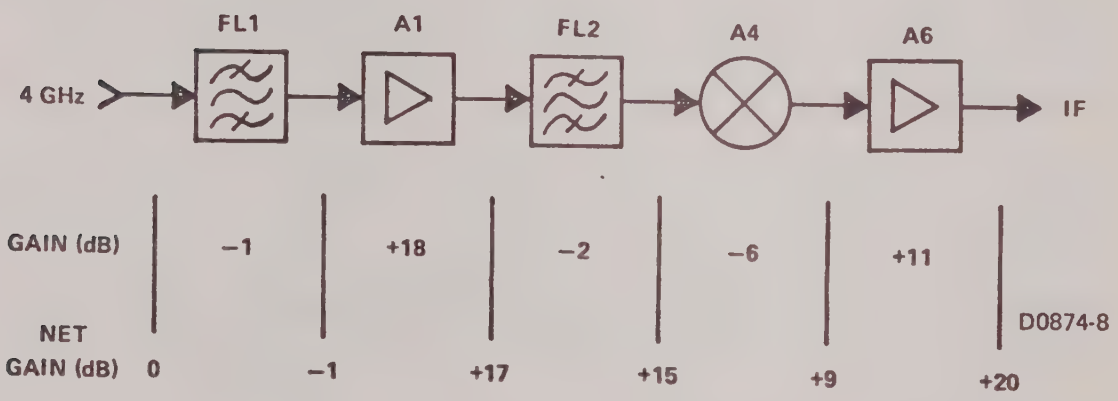

Figure 10-3. Downconverter Gain Distribution
10.1.3.5 Second Mixer (A4) and IF Amplifier (A6). The second mixer (A4) provides the final conversion to the 70-MHz IF. The local oscillator for this conversion is a switchable frequency source (A5) operating at 1182.5 MHz and 1182.375 MHz. Following conversion to 70 MHz, amplifier (A6) provides approximately 11 dB of gain at 70 MHz. Figure 10-3 shows gain distribution in the downconverter.